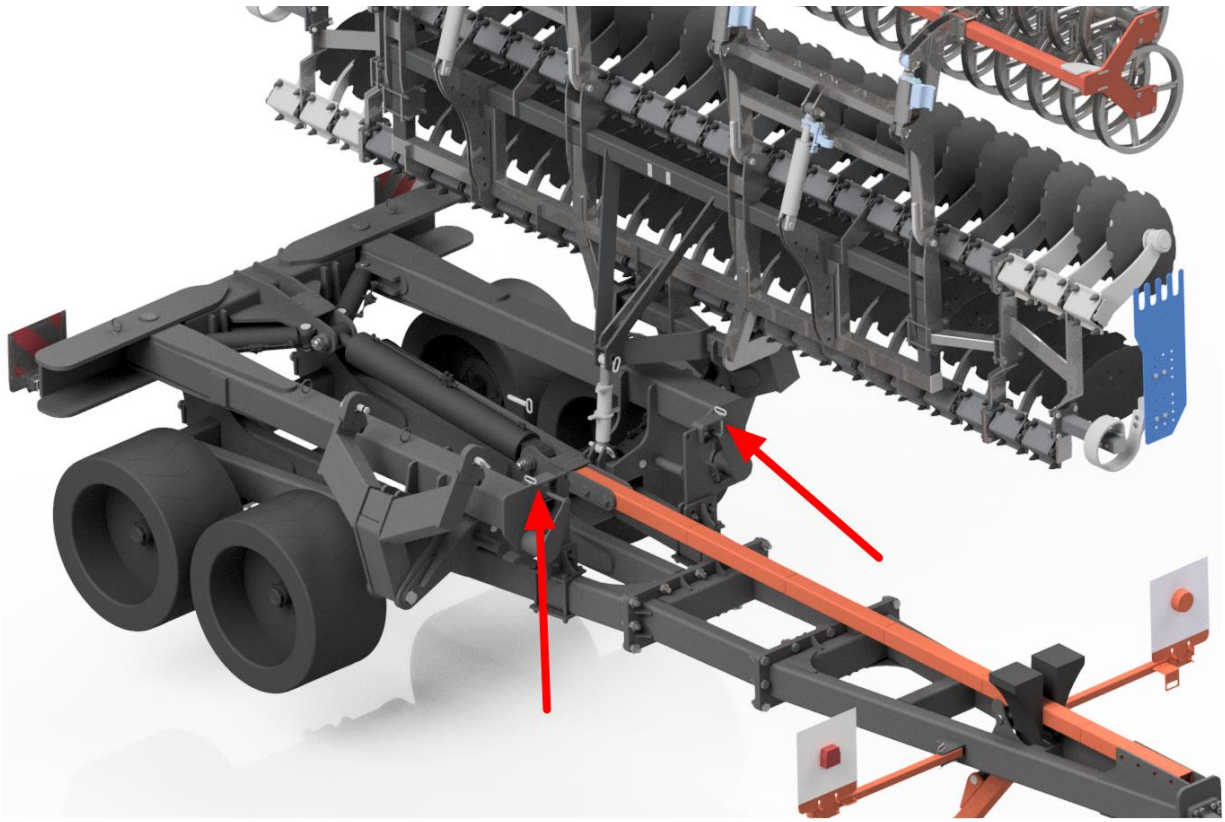

Rysunek 33 Lokalizacja sworzni zapobiegających przed rozłożeniem skrzydeł maszyny.
2. Wyciągnąć sworznie zabezpieczające skrzydła maszyny przed samoczynnym wysunięciem się z odbojników (rys.33).